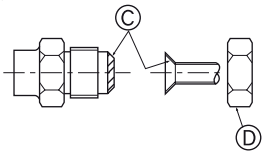

Rys. 4-2
Ⓐ (Rys. 4-2)
Ⓑ (Rys. 4-2)
4.2. Podłączenie rur (Rys. 4-2)